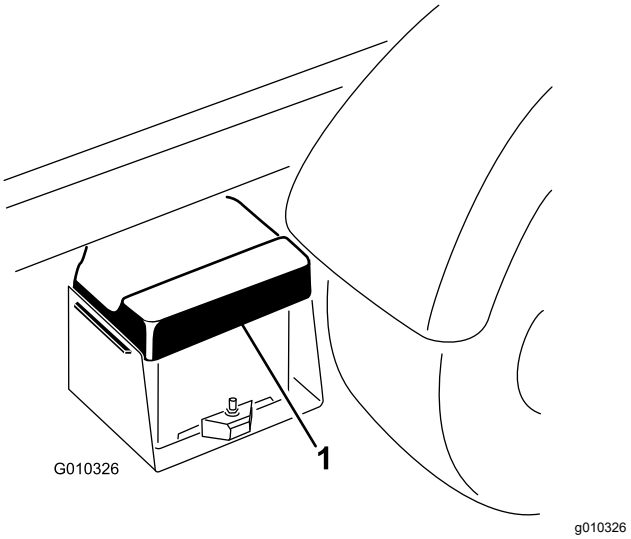

Figura 41
1. Apriete la tapa de la batería para liberar las pestañas de la base de la batería, y retire la tapa de la batería de la base de la batería (Figura 41).